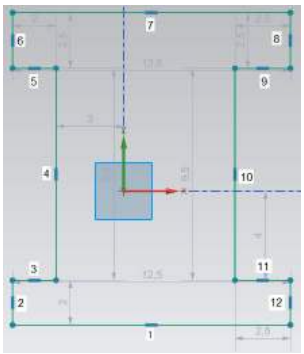

Figure 3-24 *The outer loop of the profile and the sequence in which lines have to be drawn*
2. Draw the sketch around the origin following the sequence shown in Figure 3-24. The sketch is unsymmetrical at this stage. But after adding the constraints and modifying the dimensions, it will become symmetrical. You can use the help lines to draw the sketch. For your reference, the sequence in which the lines are needed to be drawn in the sketch are indicated by numbers.